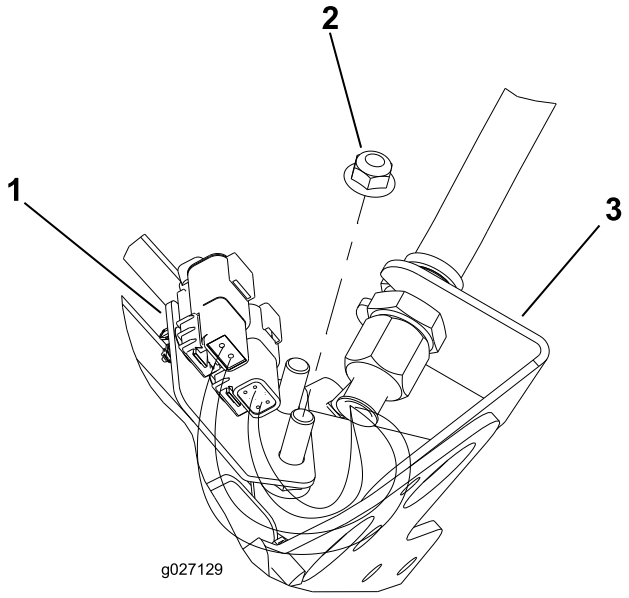
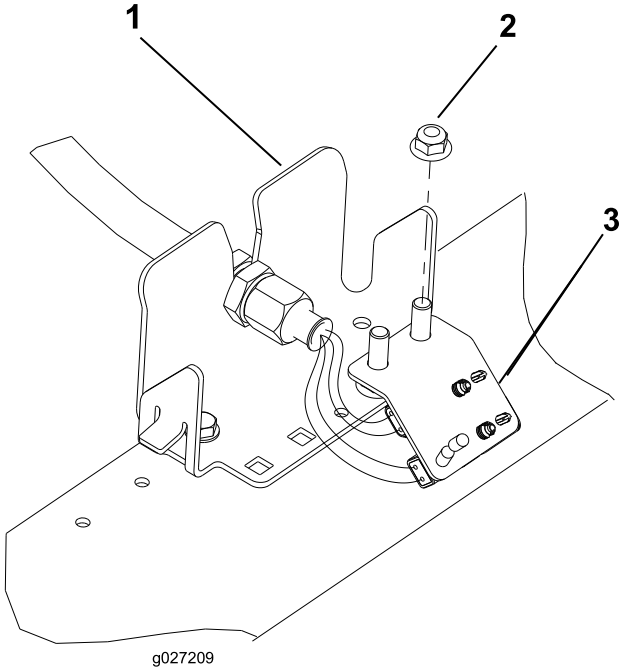

Figuur 12
Figuur 15
6. Herhaal de procedure voor de resterende 4 tussenschotlocaties zoals getoond in Figuur 12 tot Figuur 15.